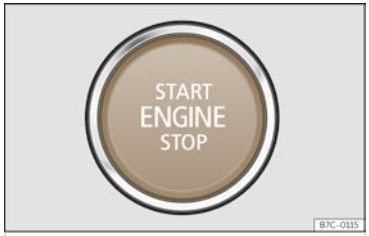

Fig. 121 Starter button
When entering the vehicle, the start button >>> Fig. 121 flashes to draw attention to it.
- Press the start button >>> **Fig. 121** without pressing the accelerator. There must be a valid key in the vehicle for the engine to start.
- Briefly press the start button ››› **Fig. 121**.